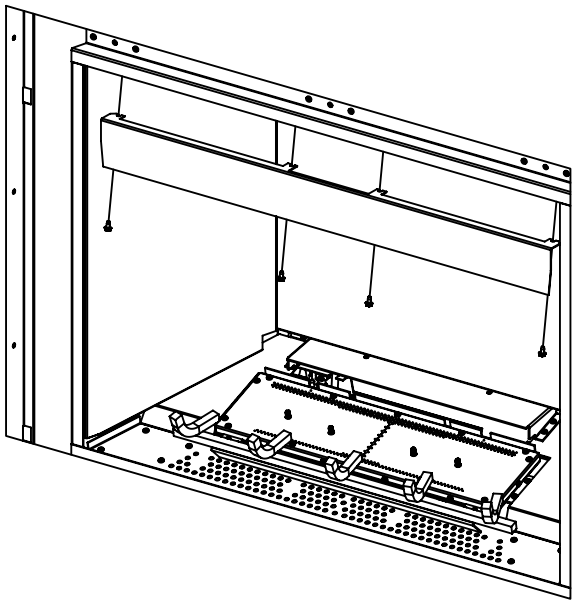

Figure 54: Light Deflector Removal
Step 2. Remove light deflector by loosening four retaining screws with a 5/16 socket (see Figure 54).